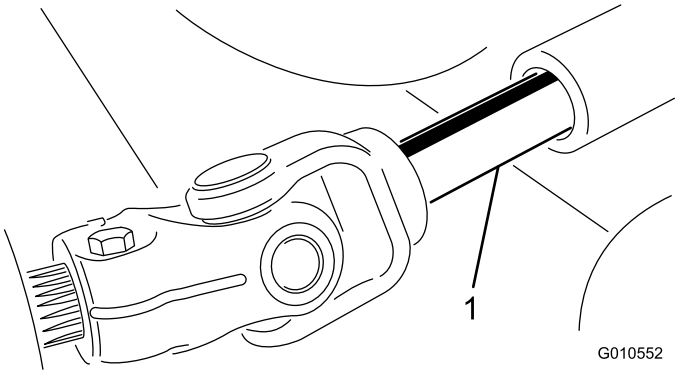

Figure 3
5. Coupez le moteur et éloignez le plateau de coupe du groupe de déplacement, en séparant les parties mâle et femelle de l'arbre de PDF (Figure 3).